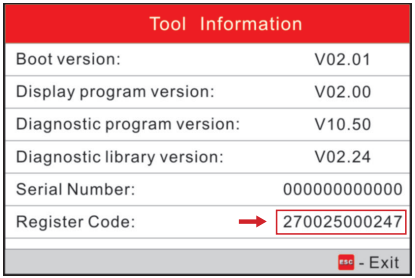

Figure 5
6. Select **Tool Information** (refer to Figure 5) and press the [OK] to enter.